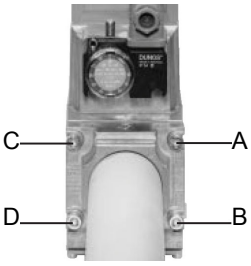
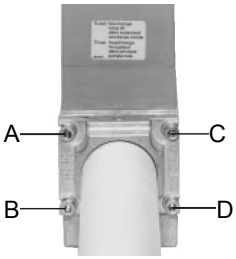

Рис. 9
Рис. 10
1.Расслабить винты A и B, но **не снимать** их (Рис. 9 и Рис. 10)
2. Отвинтить винты C и D (Рис. 9 и Рис. 10)